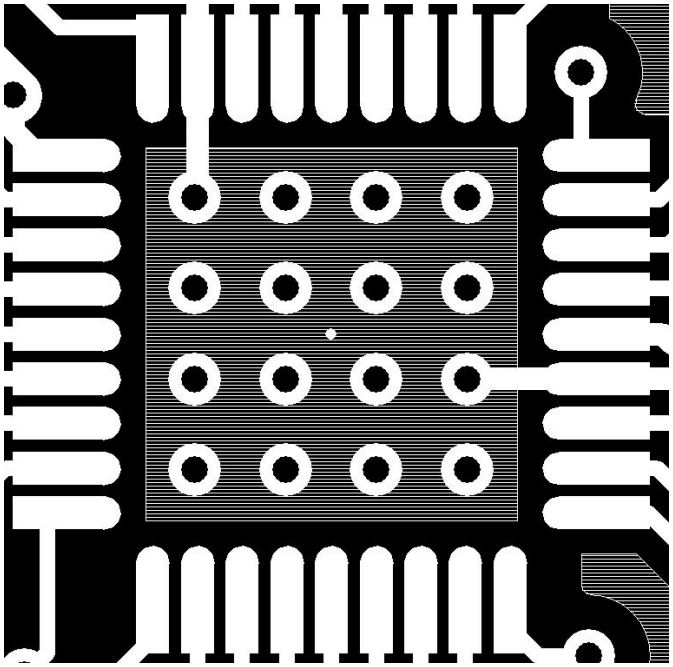

Figure 8. Ground Pad Recommended Layout
- Added Figure 8, “Ground Pad Recommended Layout,” on page 45.